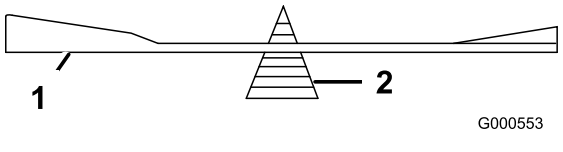

Figura 66
2. Verifique o equilíbrio da lâmina colocando-a num equilibrador de lâminas (Figura 66).